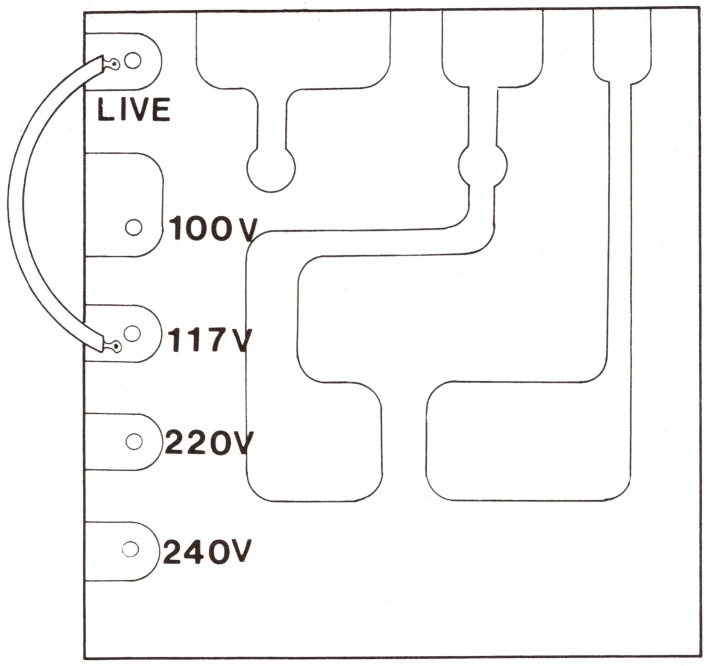

Figure 5-4 Voltage Selection Terminal
(2) Resolder the lead wire of the voltage selection terminal located on the supply reel Ass'y to the desired voltage terminal marked as shown in Figure 5-4.